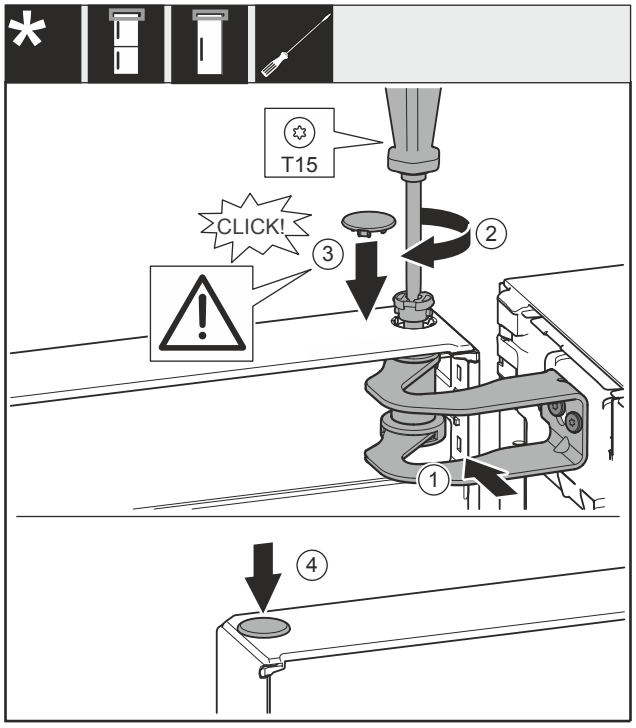

Fig. 25
- ▶ Dveře vyrovnejte s otvorem ve stojanu ložiska *Fig. 25 (1)*.
- ▶ Vložte čep *Fig. 25 (2)* a pevně jej utáhněte šroubovákem.
- ▶ Nasaďte kryt *Fig. 25 (3)*.
- ▶ Zkontrolujte, zda kryt *Fig. 25 (3)* doléhá na dveře.
- ▶ Nasaďte kryt *Fig. 25 (4)*.